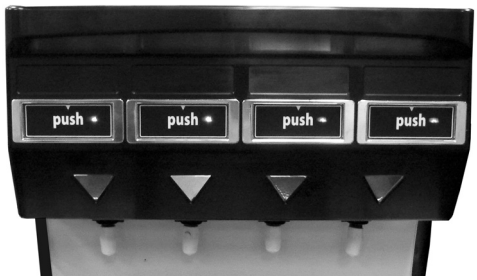

Figure 4. Boutons de distribution
2. Fermez la porte. Appuyer sur le bouton de distribution (Figure 4) et le maintenir enfoncé jusqu'à ce que l'eau claire s'écoule de la buse de distribution.